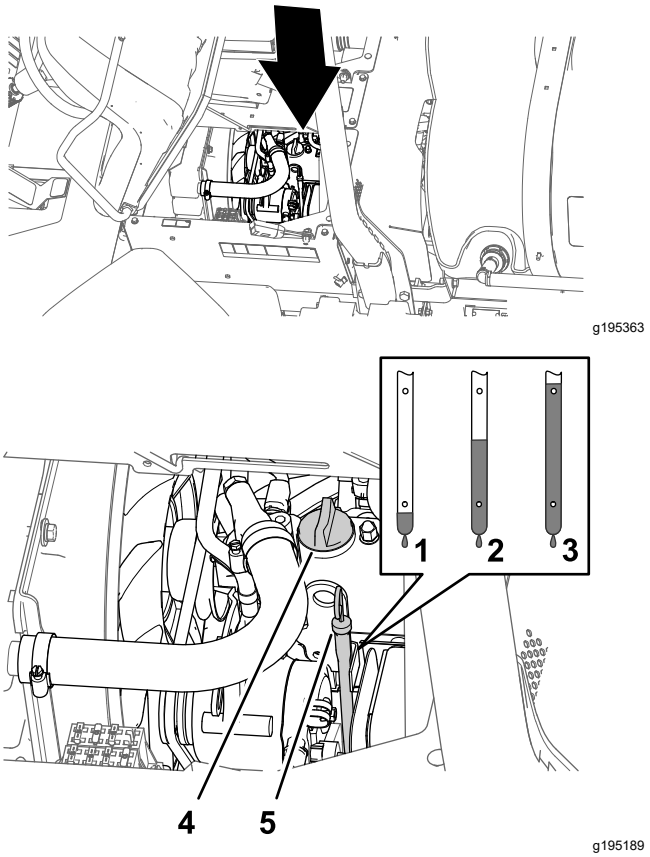

Figura 73
2. Retire la varilla, ubicada debajo del asiento del pasajero, y límpiela con un paño limpio (Figura 73).
3. Si el nivel de aceite es bajo, retire el tapón de llenado de la tapa de válvulas (Figura 73) y vierta aceite por el cuello de llenado hasta que el aceite llegue a la marca Lleno de la varilla.
4. Coloque el tapón de llenado de aceite (Figura 73).
5. Coloque la varilla firmemente (Figura 73).